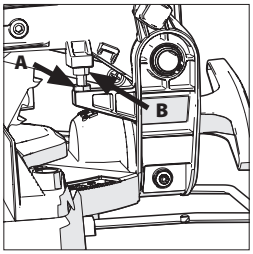

Fig. 12A + 12B
- Afloje la contratuerca del tornillo de parada del recorrido descendente con una llave de 10 mm (no suministrada) **(Fig. 12A)**.